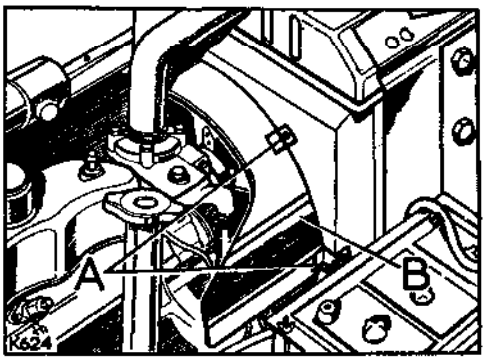

**Fig. A2-7. Fan shroud fixings**
4. Refit the fan cowl shroud, Fig. A2-7 refers.